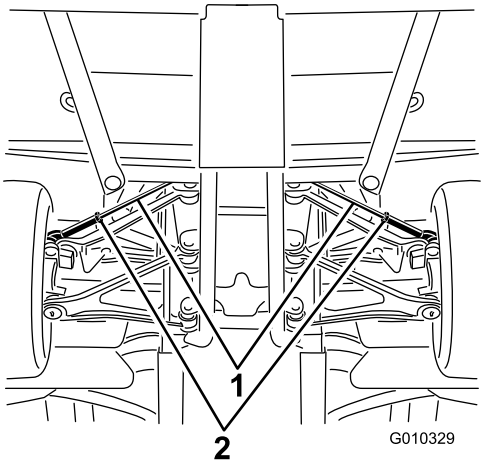

Figur 56
A. Løsne låsemutteren midt på parallellstaget (Figur 56).